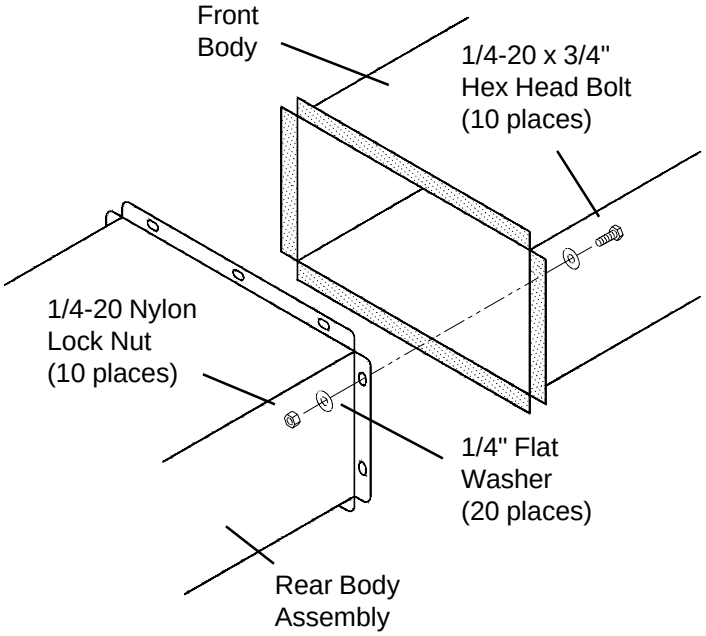

Figure 6. *Rear Body Assembly to Front Body fastening*
5. Fasten the Front Body to the Rear Body Assembly (*see Figure 6.*). It will be necessary to poke the bolts through the adhered Weatherstripping.